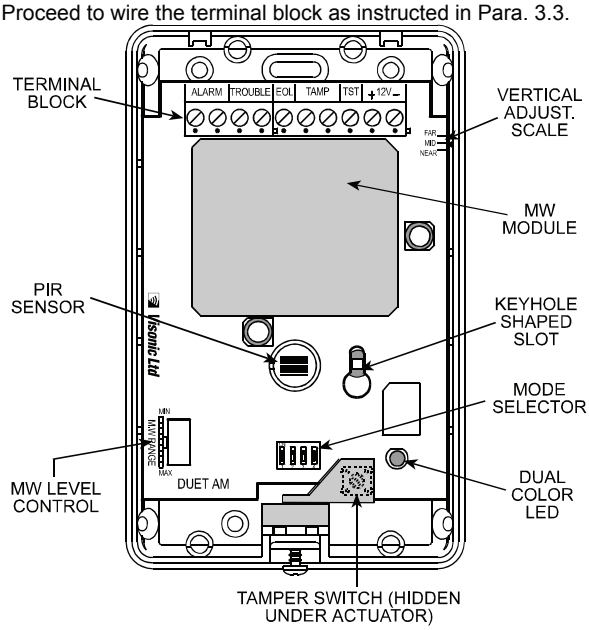
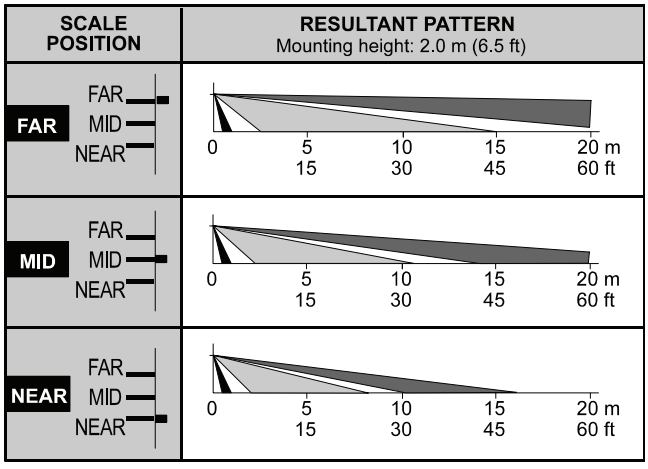

Figure 4. *PCB Layout*
Figure 8. *Vertical Adjustment*
B. Loosen the vertical adjustment screw, slide the PCB up and remove it via the "keyhole" (see Figure 4).
The DIP switch mode selector is mounted on the unit's PC board (see Figure 4). It controls four functions as demonstrated in Figure 7.
The vertical adjustment scale for the PIR sensor is located at the upper right edge of the PC board (refer to Figure 4). Three positions are available - FAR, MID and NEAR. All new DUET-AM units are set to the FAR position. To adjust, loosen the vertical adjustment screw, slide the PC board along the vertical slot until the pointer indicates the required position on the scale (see Figure 8). When done, tighten the adjustment screw firmly.
Note: *MW LEVEL CONTROL (see figure 4) may need to be set to maximum for achieving maximum area coverage.*